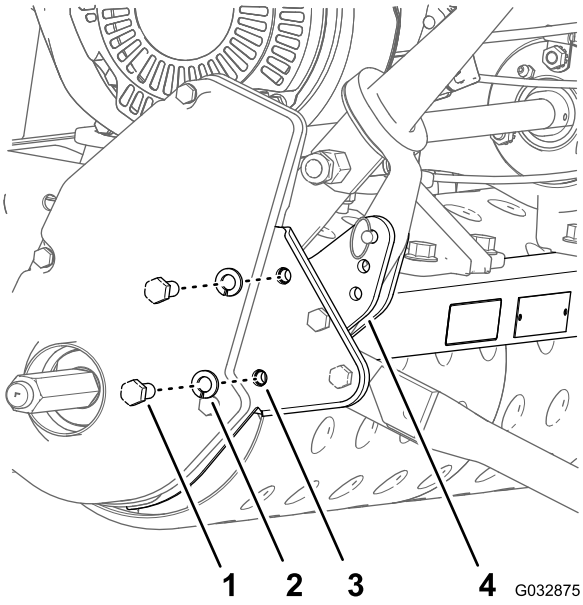

Bild 6
8. Entfernen Sie die zwei Schrauben (3/8" x 7/8") und zwei Sicherungsscheiben (3/8"), mit denen die linke Seitenplatte am äußeren Polster des Hinterrahmens der Maschine befestigt ist (Bild 6).